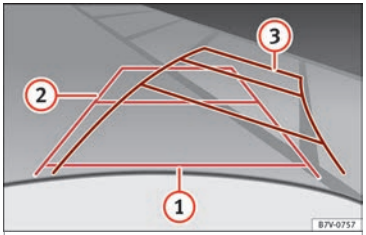

Fig. 216 Display: orientation lines for the parking space behind the vehicle
Meaning of orientation lines displayed on the screen ››› **Fig. 216**. All of the lengths of the orientation lines use a vehicle located on a horizontal surface as reference.
- Reverse slowly and turn the steering wheel so that the yellow orientation lines guide you towards the space ››› **Fig. 216** 3.